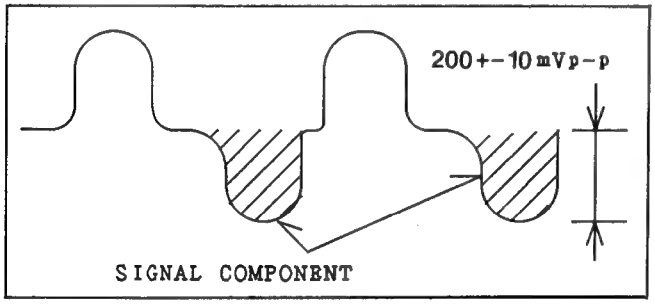

Fig. C8
(1) Aim the camera at the J chart and focus the lens on the object.
(2) Connect the oscilloscope to TP201.
(3) Adjust VR202 so that the signal level is 200+–10mVp–p as shown in Fig. C8.